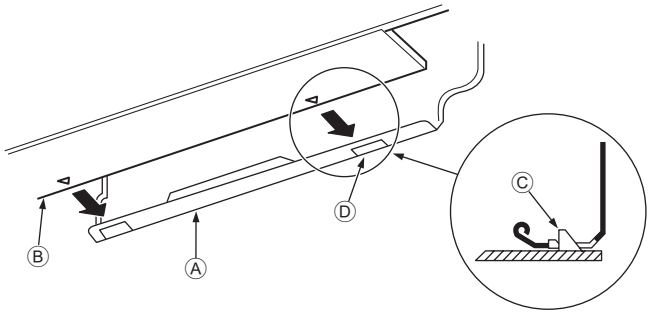

Rys. 3-15
3. Wkładając przewody rurowe czynnika chłodniczego i wąż spustowy w otwór w ścianie (przepust), zaczepić górną część jednostki wewnętrznej na płycie montażowej ①.
5. Zamocować, dociskając dolną część jednostki wewnętrznej do płyty montażowej ①. (Rys. 3-15).
* Sprawdzić, czy wypustki na spodzie jednostki wewnętrznej są bezpiecznie zamocowane w płycie montażowej ①.
- Ⓐ Płyta montażowa ①